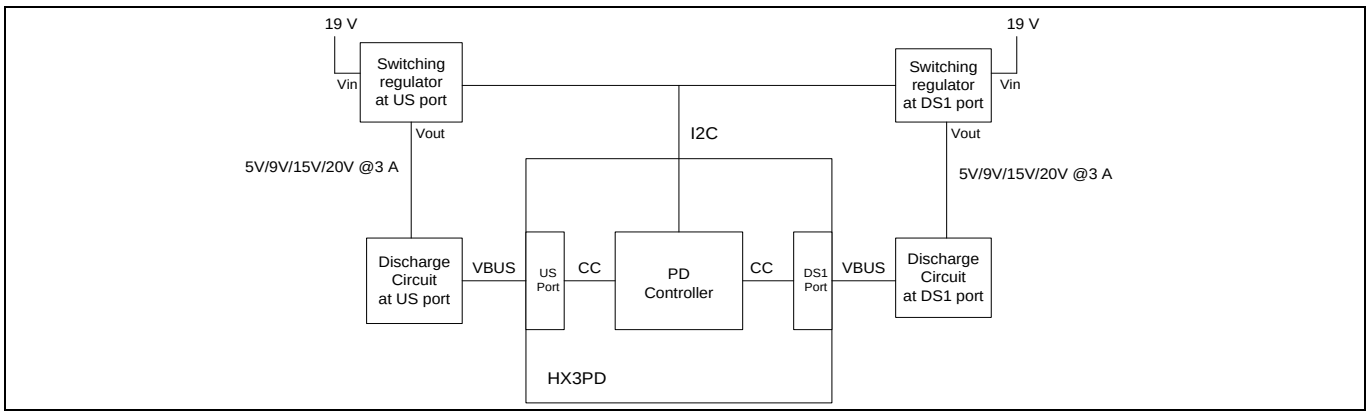

**Figure 9 US および DS1 ポート用の PD レギュレータ回路**
US ポートと DS1 ポートの PD レギュレータ回路の動作を示すブロック図を Figure 9 に示します。PD コントローラは、Type-C コネクタ (US/DS1) からのコンフィグレーションチャネル (CC) ラインを監視して、電力コントラクトを行う電圧を決定します。次に、必要な PDO が I²C インターフェースを介して対応するレギュレータ回路と通信します。PD コントローラは I²C マスターとして機能し、US ポートと DS1 ポートのスイッチングレギュレータは I²C スレーブとして機能します。これはシングルマスター、2 スレーブの I²C インターフェースであるため、スイッチングレギュレータは異なるスレーブアドレスを持つ必要があります。インフィニオンのリファレンスデザインは、US ポートと DS1 ポートのスイッチングレギュレータとして、ON Semiconductor の NCP81239MNTXG (スレーブアドレス = 0x74) と NCP81239AMNTXG (スレーブアドレス = 0x75) をそれぞれ使用します。